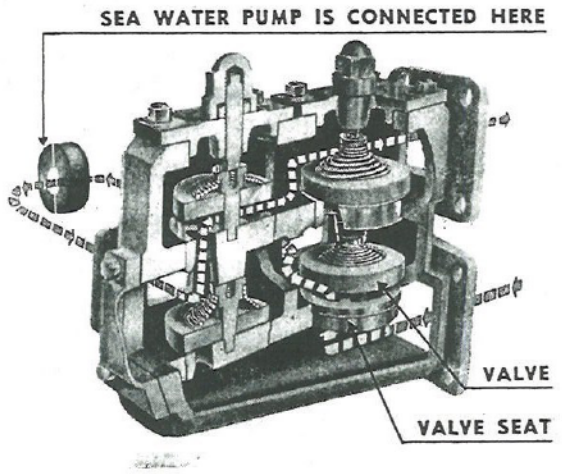

Fig. 32. Sea Water Pump Valve Operation During Astern Running
c. Fig. 32 shows how the valve works when the engine is in reverse. The direction of the rotor in the pump, like the engine, also is reversed to create a suction that draws on the disc valve in the lower right of the valve cage. The water goes into the pump through the rear opening on the right, and enters the cage again through the lower left opening to the pump. The pressure of the water lifts the upper left valve, and the water flows through the exit on the upper right.